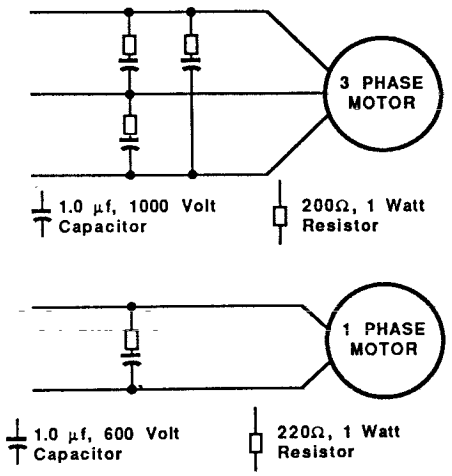

FIGURE 3-19 AC MOTOR ARC SUPPRESSION
All lines to external devices controlled from the PiC should be equipped with electrical filters for arc suppression. Figures 3-19 and 3-20 illustrate the recommended filtering.
1. All motors should be arc suppressed at the motor starters as shown in Figure 3-19.